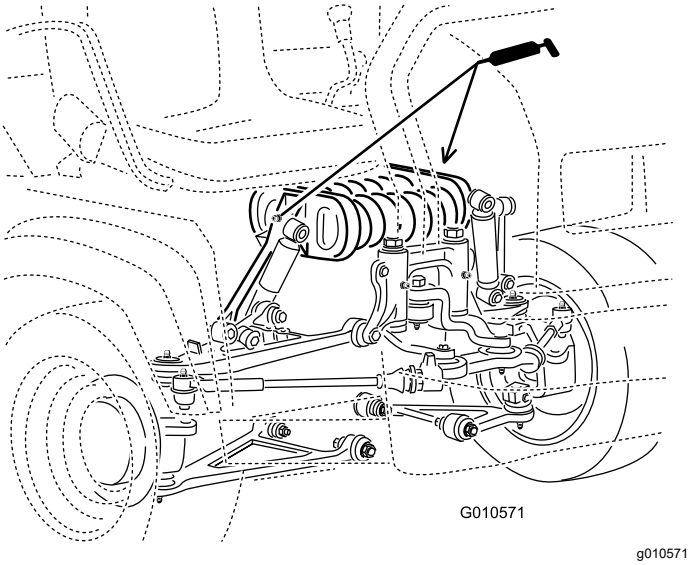

**Figura 28**
- **Armazón del muelle(2)**; consulte Figura 28